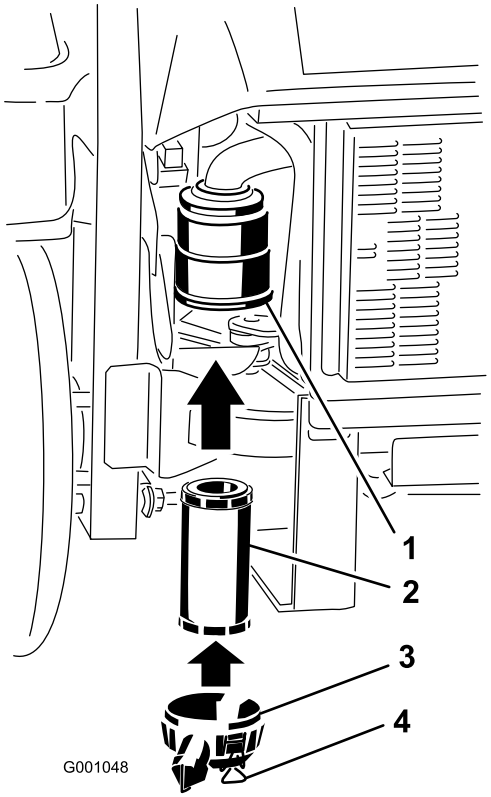

**Figur 44**
2. Skyv filteret inn i luftrenserkroppen (Figur 44). Påse at det sitter godt ved å trykke på den ytre kanten av filteret mens du installerer det.
3. Sett luftrenserdekslet på igjen, og fest låsene (Figur 44).